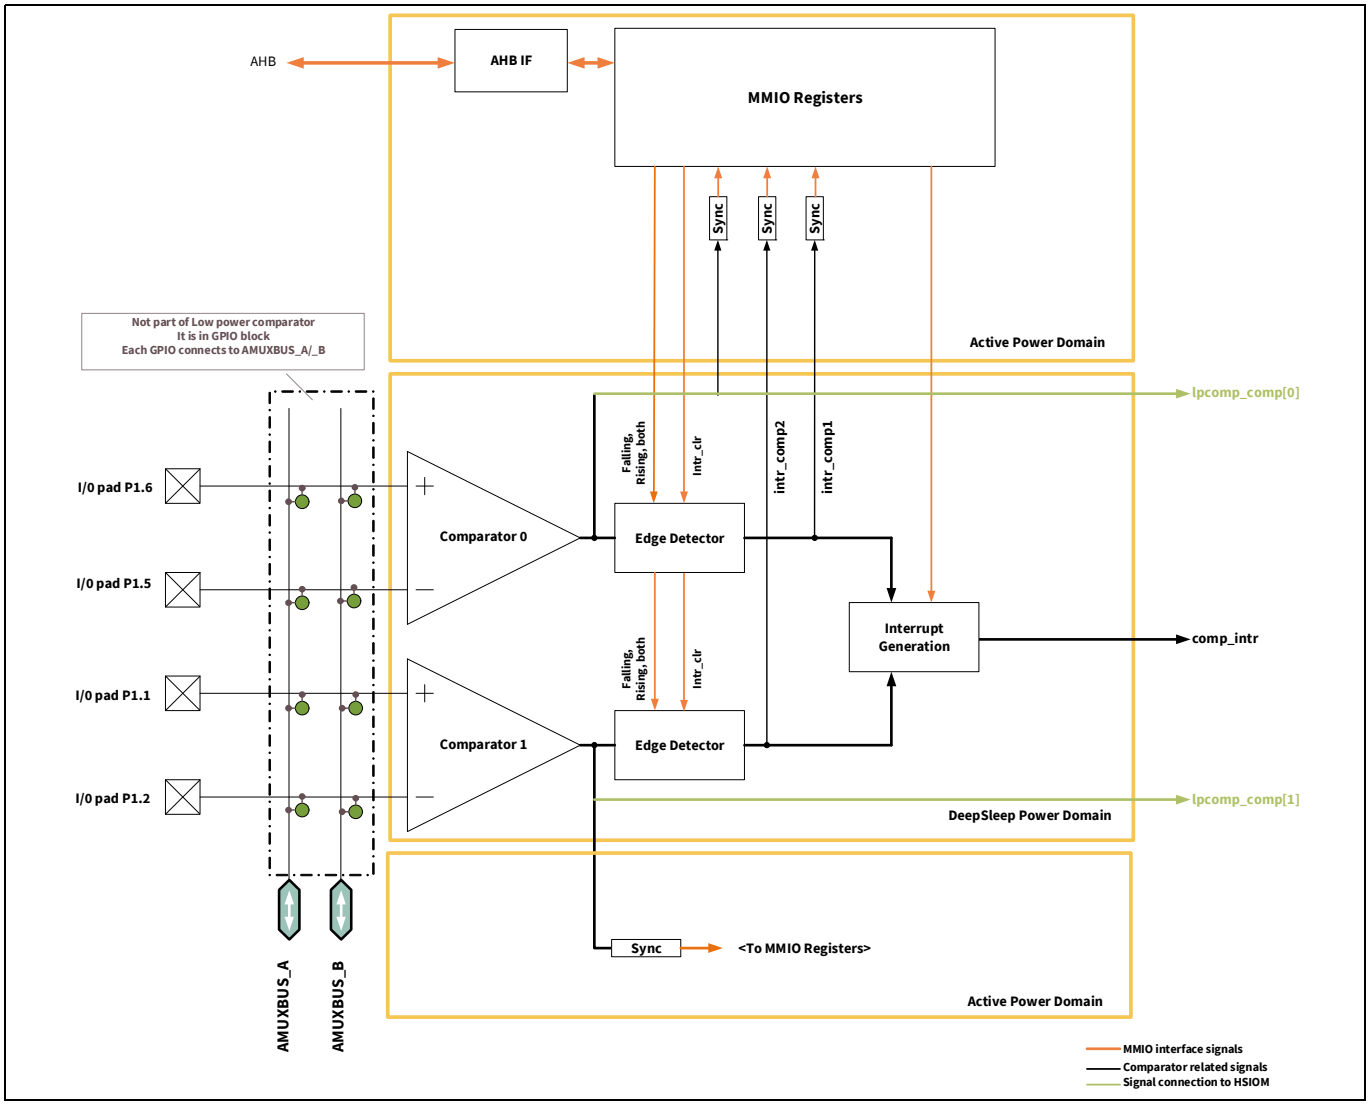

**Figure 24-1. Low-power comparator block diagram**
**Figure 24-1** shows the block diagram for the low-power comparator.
From **Figure 24-1**, note that P0.0 and P0.1 connect to positive and negative inputs of Comparator 0; P0.2 and P0.3 connect to the inputs of Comparator 1. Also, note that the AMUXBUS nets do not have a direct connection to the comparator inputs. Therefore, the comparator connection is routed to the AMUXBUS nets through the corresponding input pin. These input pins will not be available for other purposes when using AMUXBUS for comparator connections.
During an edge event, the comparator will trigger an interrupt (intr_comp1/intr_comp2 signals in **Figure 24-1**). The interrupt request is registered in the COMP1 bit [0] and COMP2 bit [1] of the LPCOMP_INTR register for Comparator0 and Comparator1, respectively. Both Comparator0 and Comparator1 share a common interrupt (comp_intr signal in **Figure 24-1**), which is a logical OR of the two interrupts and mapped as the low-power comparator block's interrupt in the CPU NVIC. Refer to the **"Interrupts"** on page 38 for details. If both the comparators are used in a design, the COMP1 and/or COMP2 bits of the LPCOMP_INTR register need to be read in the interrupt service routine to know which one triggered the interrupt. Alternatively, COMP1_MASK bit [0] and COMP2_MASK bit [1] of the LPCOMP_INTR_MASK register can be used to mask the Comparator0 and Comparator1 interrupts to the CPU. Only the masked interrupts will be serviced by the CPU. After the interrupt is processed, the interrupt should be cleared by writing a '1' to the COMP1 and COMP2 bits of the LPCOMP_INTR register in firmware. If the interrupt is not cleared, the next compare event will not trigger an interrupt and the CPU will not be able to process the event.